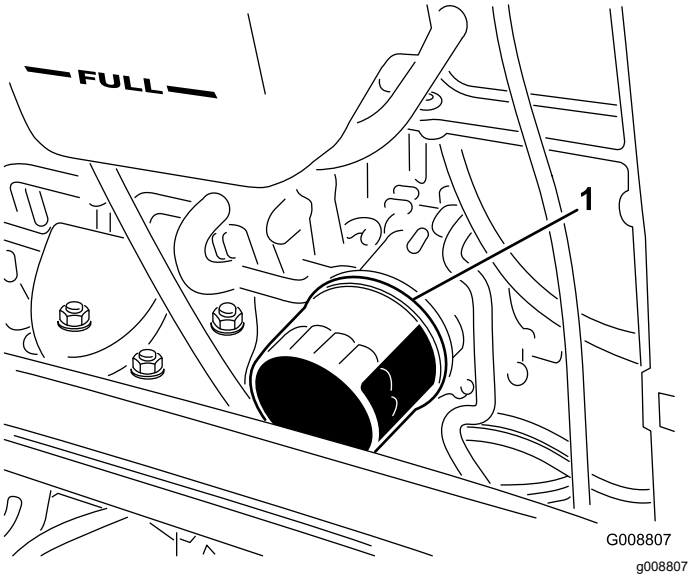

**Рисунок 90**
4. Снимите масляный фильтр (Рисунок 90).